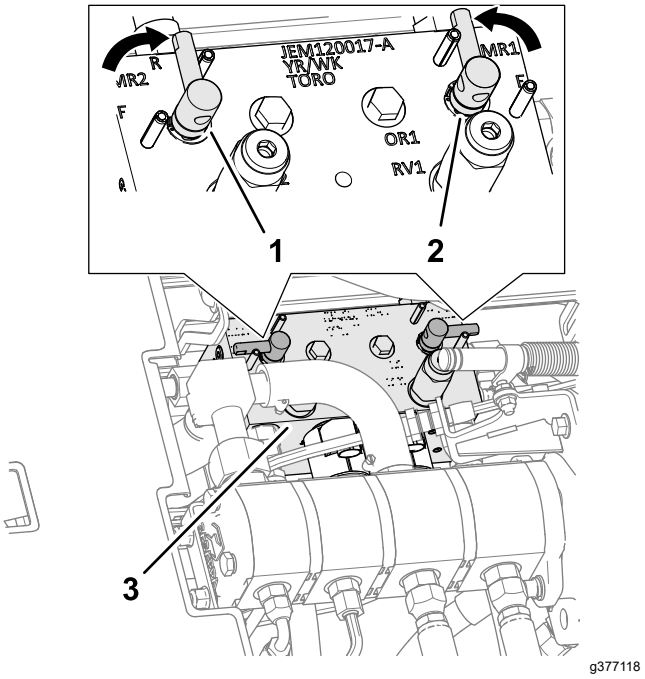

Figuur 147
4. Ontgrendel de stoel en til deze omhoog zodat u bij het verdeelstuk van de maaier kunt komen (Figuur 147).
5. Zet de wethendels in de stand R (wetten) (Figuur 147).